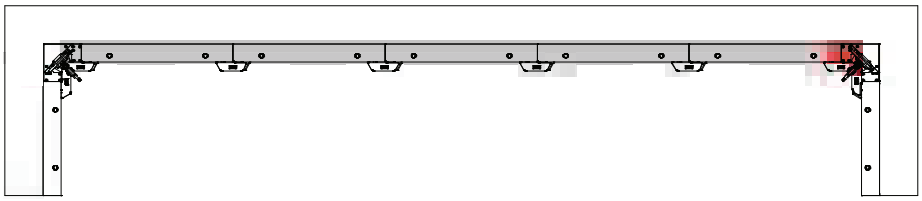

Abb. 33.1
1. Nach der Betonage M-Schalschlösser an Ausschalecke entfernen (Abb. 33.1).